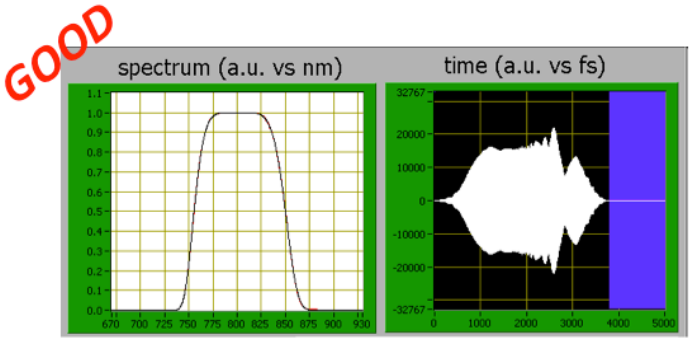
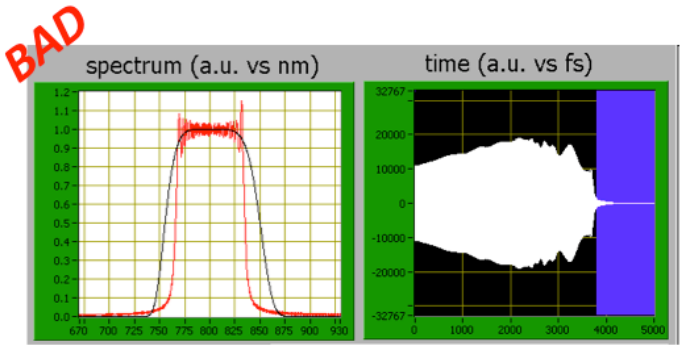

Figure 7.2: Dazzler™ waveform and Spectral transfer function for a non-truncated waveform
Figure 7.3: Dazzler™ waveform and Spectral transfer function for a truncated waveform
• Pulse duration, and thus peak power during amplification depends on the amount of chirp applied to a fixed input pulse spectral bandwidth. Reduction of the pulse spectral bandwidth may increase the peak power during amplification and thus lead to serious damage of the amplifier. It is mandatory to confirm the compatibility of the programmed phase in the Dazzler™, checking that Spectrum is not clipped, before loading the waveform to the Dazzler™. Figure 7.2 shows the waveform shape and spectral transfer function graphs in the Dazzler™ software in case of a non-truncated waveform. Figure 7.3 shows the same graphs, but for a truncated waveform leading to spectral clipping. The red curve appearing in the Spectral transfer function graph shows the real transfer function, whereas the black curve shows the programmed transfer function. Before loading the waveform, one should confirm that red and black curves are not significantly different.